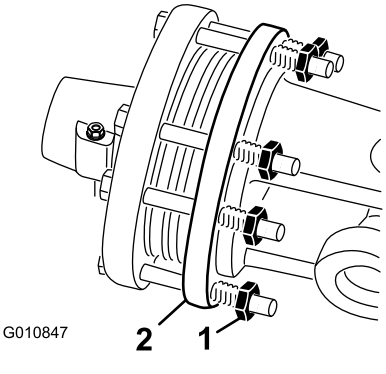

Figura 47
1. Alla fine della stagione di arieggiatura, allentate ogni dado della frizione di 2 giri (Figura 47).